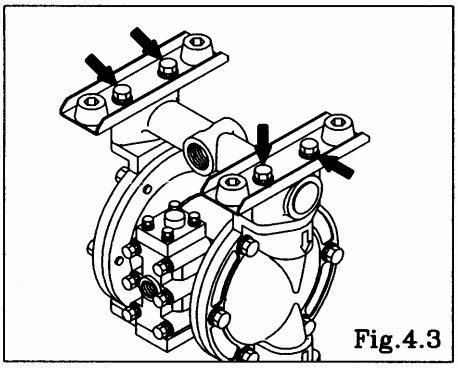

Fig.4.3
- Turn over the main body assembly. [Fig.4.3]
- Remove the 4 retainer bolts from the in manifold, and remove the in manifold and pump bases. [Fig.4.3] (BA□-D and NDP-32 do not have bases.)